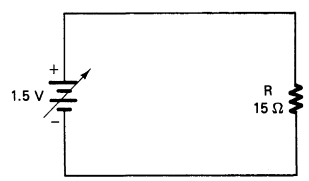

FIGURE 3-1A Simple resistive circuit.
1. Construct the circuit in Fig. 3-1A. Use the multimeter to measure the voltage to which the variable power supply is adjusted, or use a 1.5 V battery.
5. If the voltage in the circuit illustrated in Fig. 3-1A were doubled, what does Ohm's law indicate will happen to the current?
6. Double the voltage in the circuit of Fig. 3-1A and compute the new current using the Ohm's law current formula, $I = V/R$. Computed I = _____ A, or _____ mA.